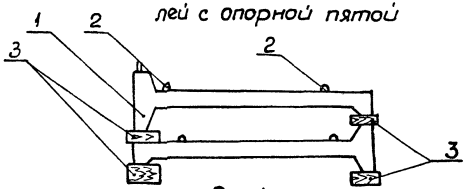

Рис. 1.
3.2. Панели должны храниться в горизонтальном положении в соответствии с ГОСТ 13015. 2-81 в штабелях в 2 яруса с установкой подкладок. Подкладки должны располагаться по осям строповочных петель согласно рис. 1.